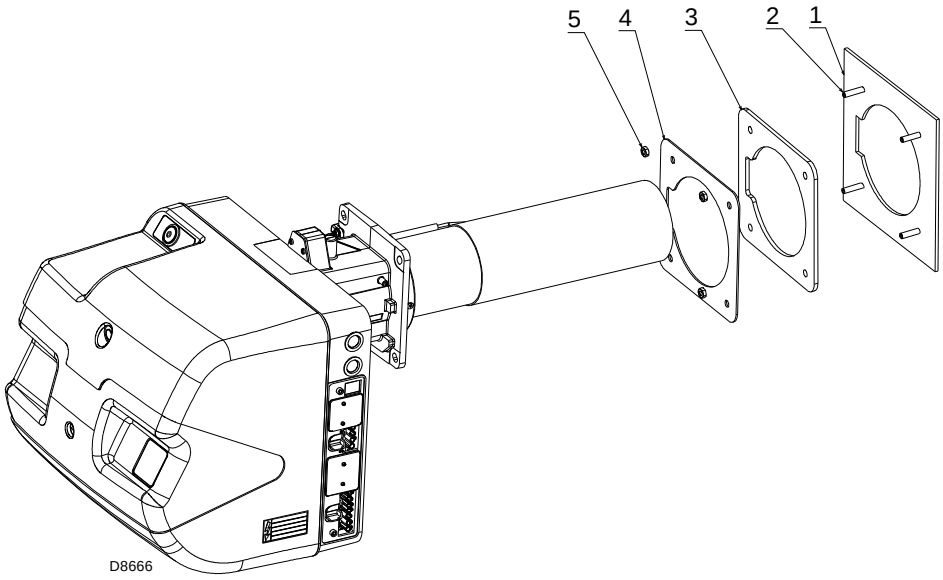

Fig. 12
- ➤ Screw the studs 2)(Fig. 12) onto the boiler plate 1)(Fig. 12).
- ➤ Position the refractory gasket 3)(Fig. 12) and the silicone rubber gasket 4)(Fig. 12).
- ➤ Fix the flange 4)(Fig. 12) to the boiler plate and tighten the nuts 5)(Fig. 12).